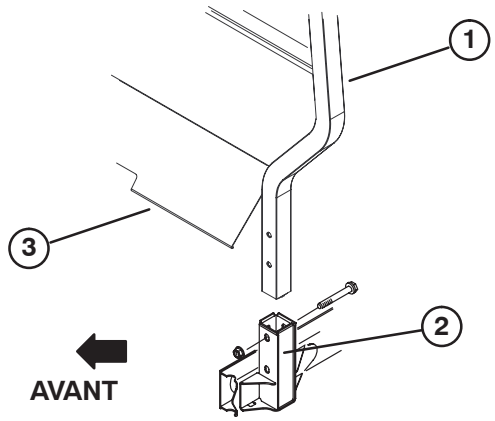

Figure 6
1. Insérez chaque côté de l’arceau de sécurité dans le support de montage, de part et d’autre du châssis et positionnez-le comme illustré à la Figure 6.